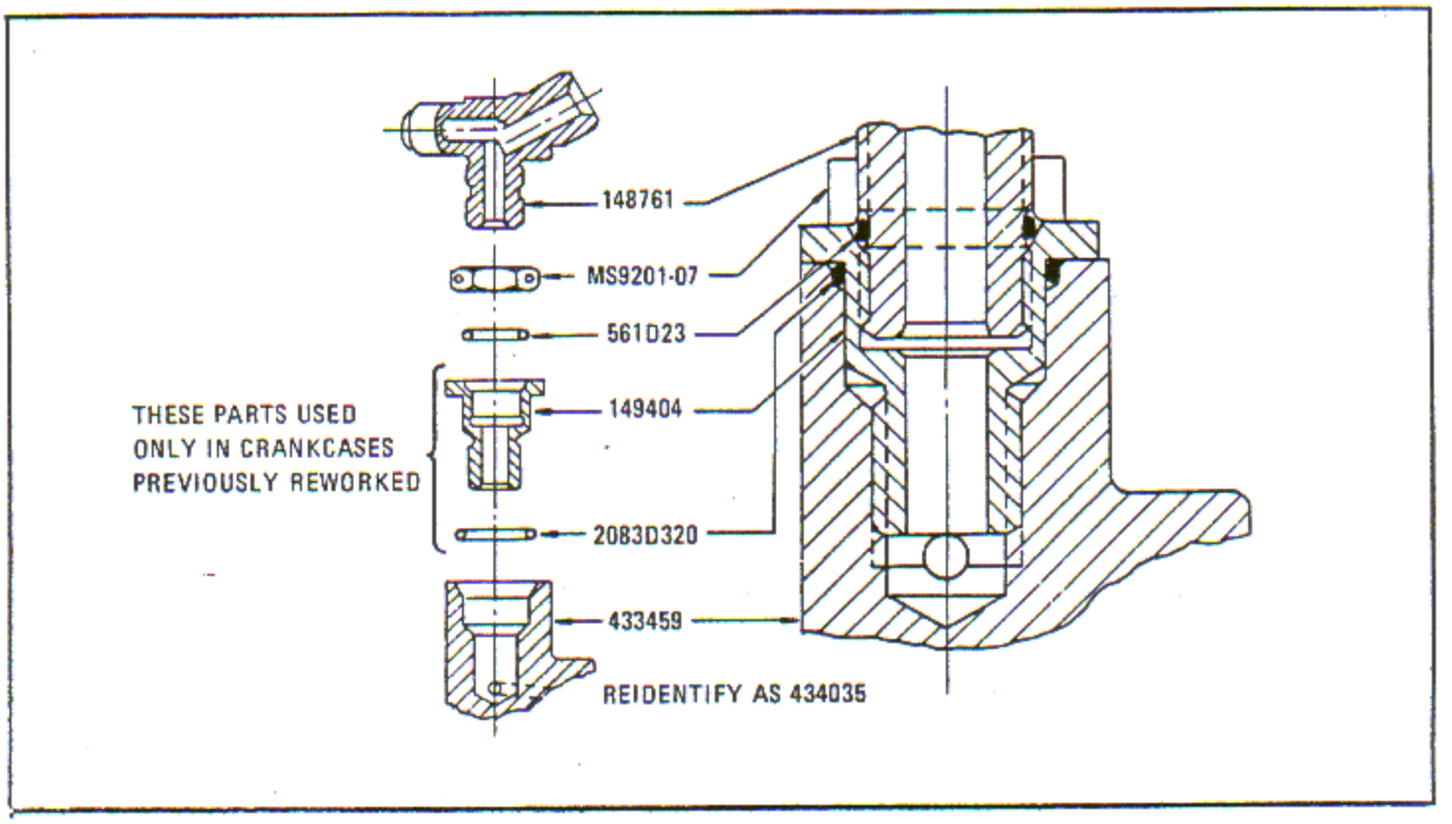

Figure 6-45. Assembling Hydro Oil Tube
b. Assemble parts in accordance with figure 6-45.